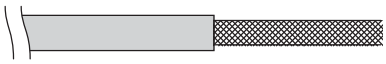

Fig. 1-3
(1) Remove cable coat not to scratch braided shield. (Fig. 1-3)